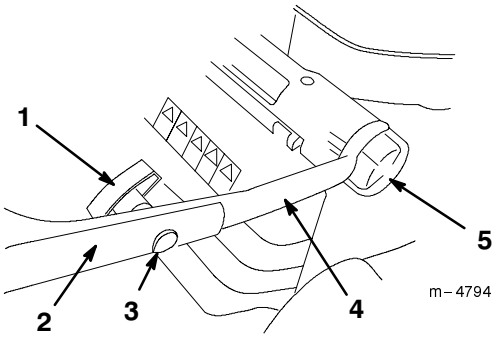

Figur 2
1. Løsne justeringsknottene for håndtakshøyde, og vri det nedre håndtaket mot baksiden av gressklipperen til det sitter på plass i en av høydeinnstillingene for håndtaket. Se figur 2. Hvis du vil justere høyden til håndtaket, kan du se *Justere høyden til håndtaket* på side 9.
3. Monter den øvre delen av håndtaket på den nedre delen av håndtaket med ovalhodeboltene og håndtaksknottene, som vist på figur 2. **Skru håndtaksknottene godt til.**